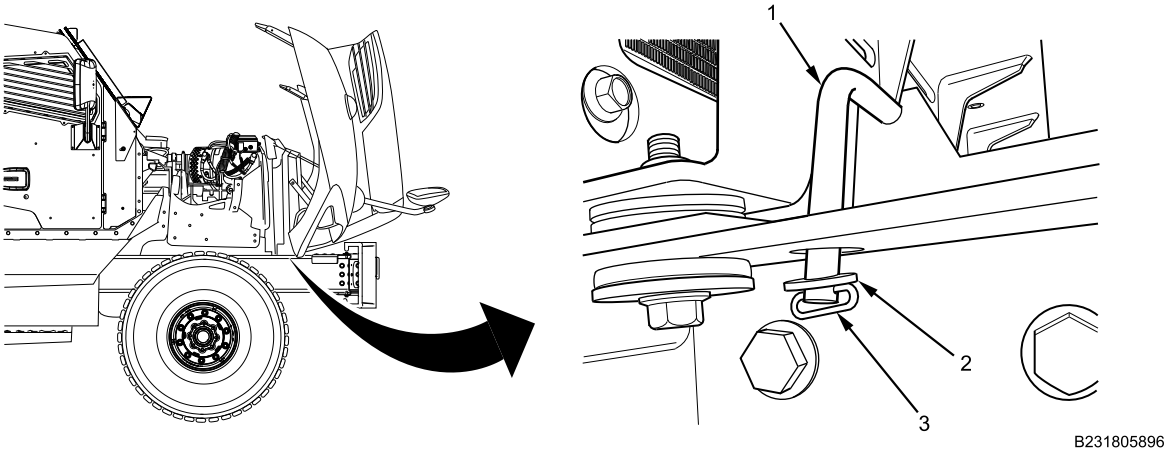

Figure 4. Torsion Assist Bar, Washer, and Spring Clip.
a. Remove and discard spring clip (Figure 4, Item 3) and washer (Figure 4, Item 2).
b. Remove torsion assist bar from slot (Figure 4, Item 1).